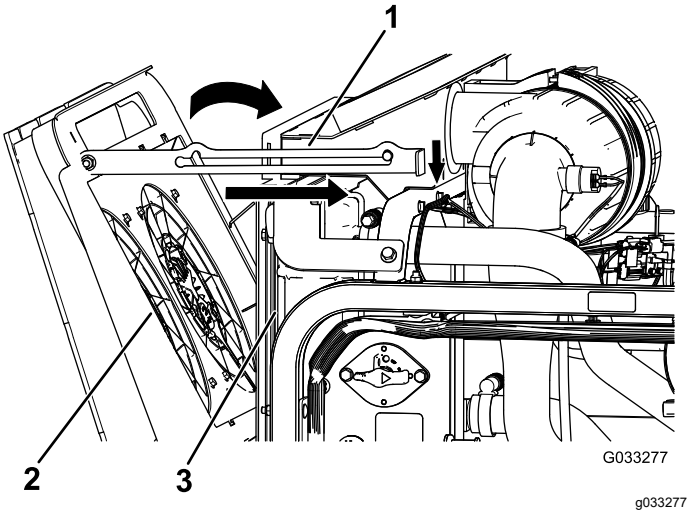

Figur 120
4. Rikta motorns kylfläktar framåt och fäst stöttan i skåran (Figur 120).